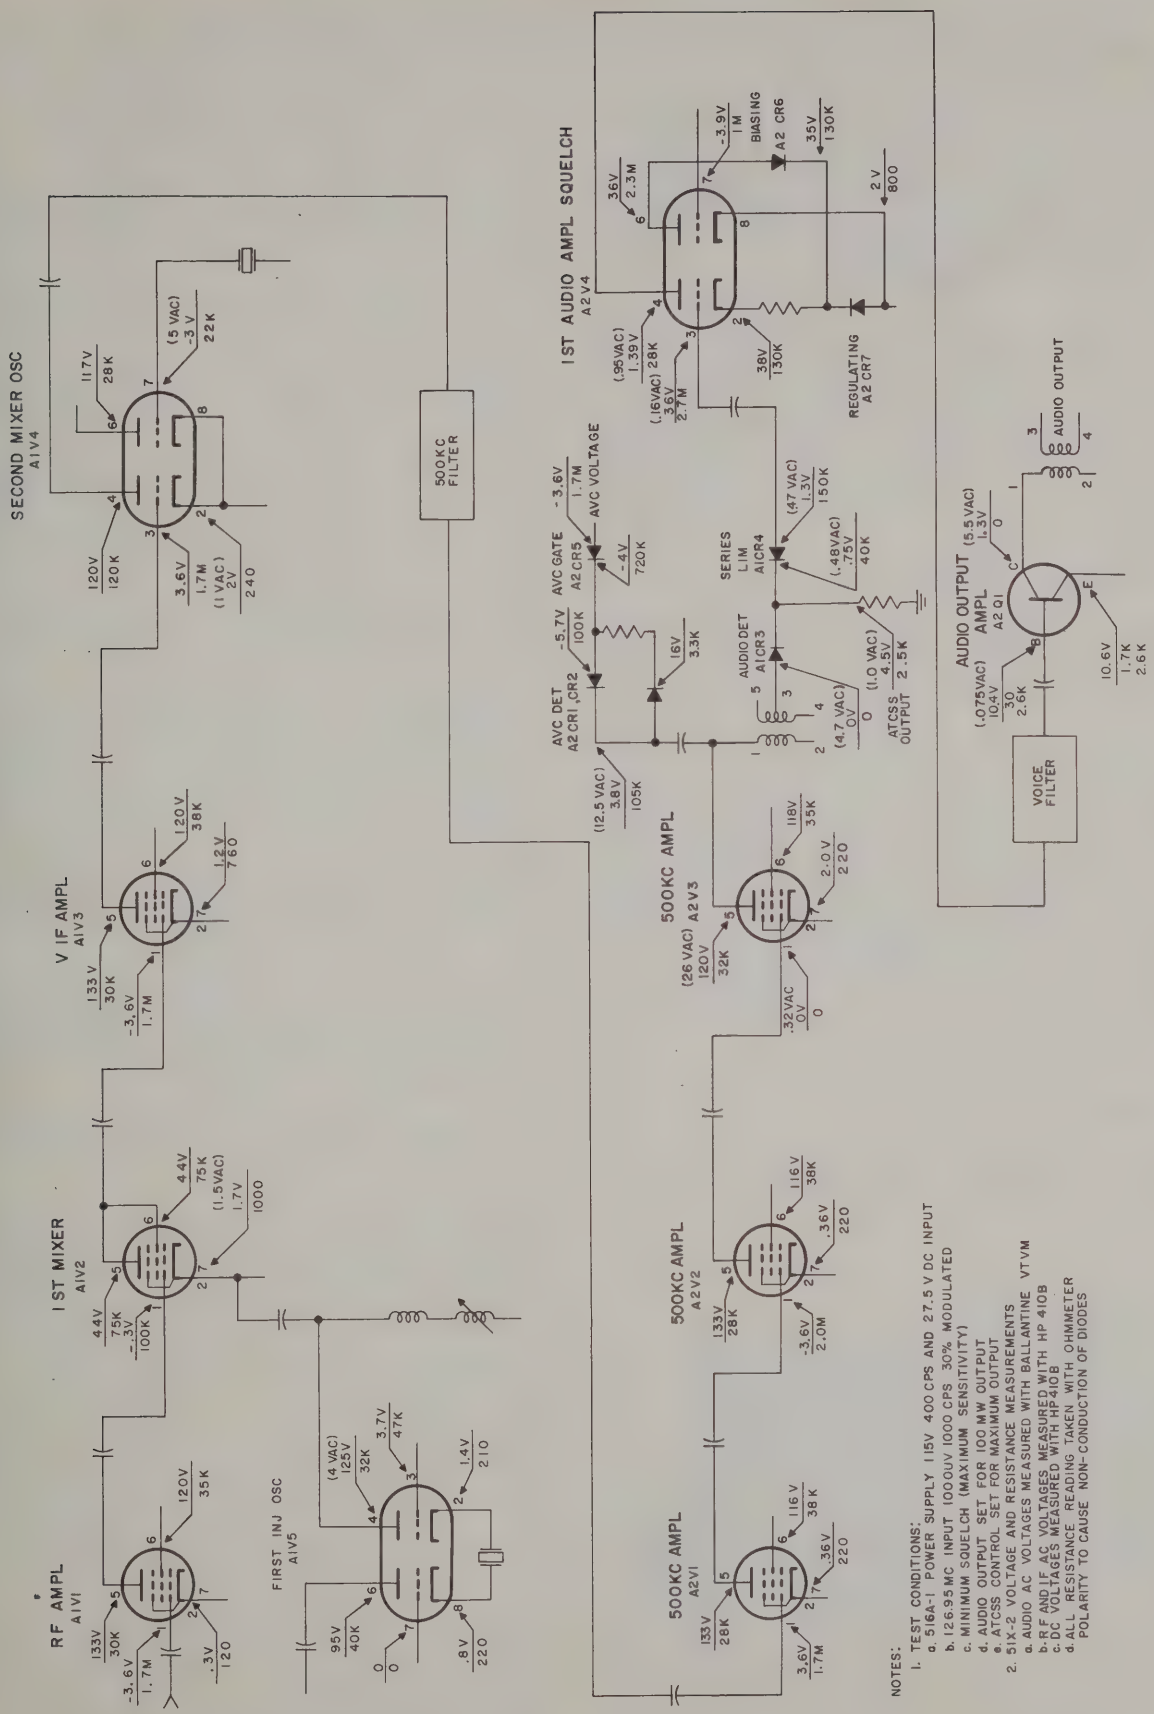

Figure 6-3. Receiver 51X-2, Resistance and Voltage Measurements
6.3.4.4 RESISTANCE MEASUREMENTS IN TRANSISTOR CIRCUITS. See figure 6-3. When measuring resistances of circuits containing transistors or mineral diodes, remember that these components are polarity and voltage conscious; therefore, follow the directions of the notes that are given on the resistance tables or drawings to be sure that the correct polarity and range is applied to the circuit from the ohmmeter. Usually, any capacitors used in transistor circuits are of large values (especially in audio, servo, or power circuits), and it takes time to charge these capacitors when an ohmmeter is connected to a circuit in which they appear. Any reading obtained is subject to error if the capacitor is not allowed time to charge fully. In some cases, it may be best to isolate the components in question and to measure them individually.